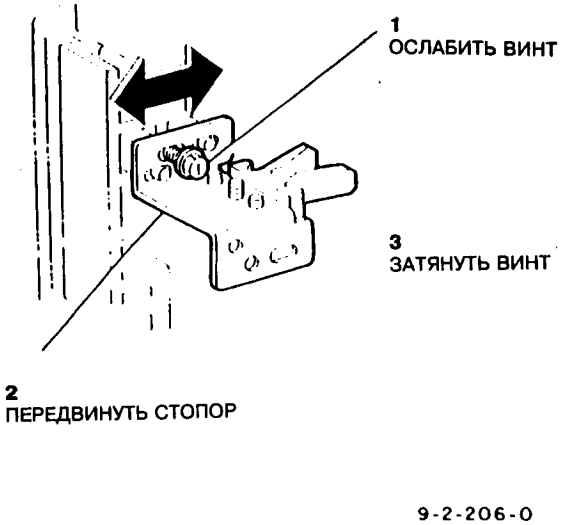

Рис.3 Регулировка стопора лотка
4. Повторить процедуру проверки, чтобы убедиться, что смещение находится в пределах указанных значений, и при необходимости отрегулировать положение стопора (рис.3).